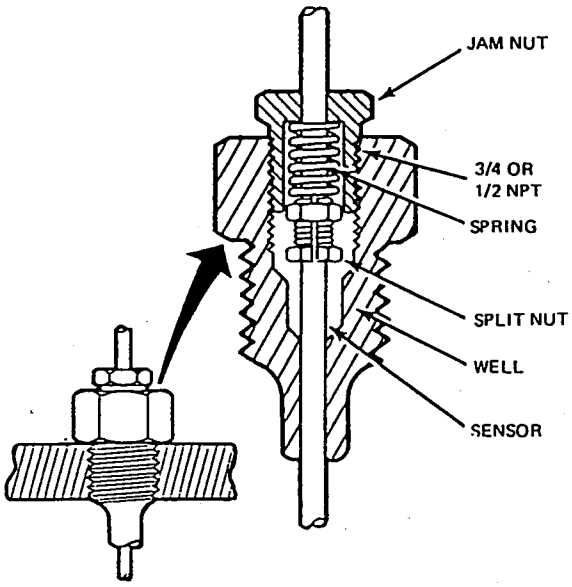

Figure 7. Spring-Loaded Coupling
1. When installing, attach fittings or adapters as necessary to accommodate the jam nut assembly (see Figure 7).